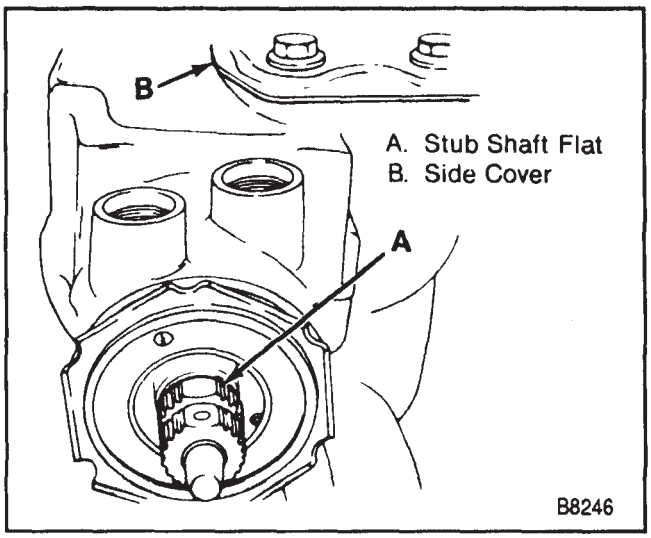
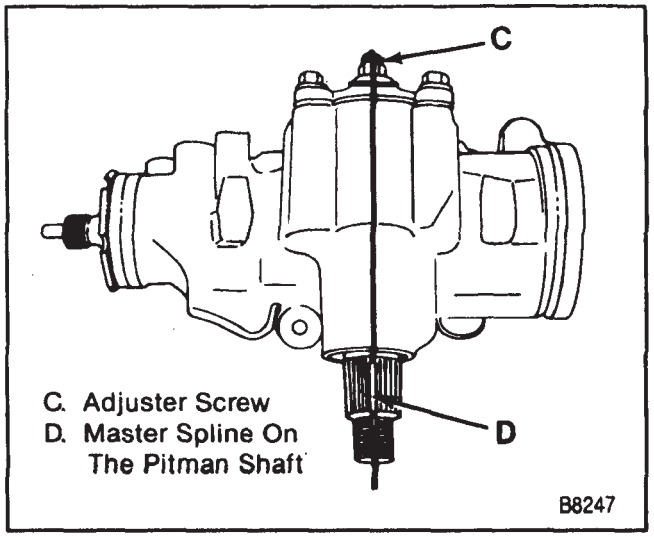

Figure 11—Aligning the Stub Shaft
Figure 12—Aligning the Pitman Shaft Master Spline
- When the gear is centered, the flat on the stub shaft should face upward an be parallel with the side cover (figure 11) and the master spline on the pitman shaft should be in line with the adjuster screw (79) (figure 12).